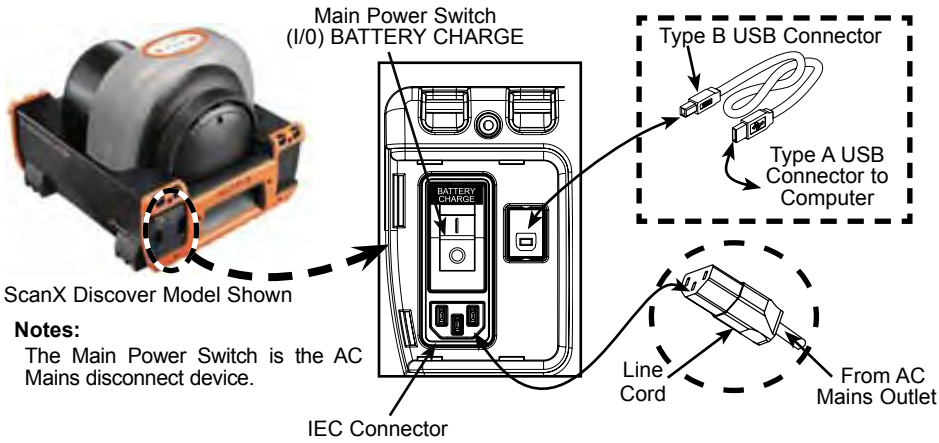

Figure 6. ScanX Connections
Refer to Figure 6 and perform the following procedure to connect the ScanX for operation to a computer for the first time.
The internal battery must always be charged prior to using. To reach the full operational power level, charge for at least 3 hours before using for the first time and on subsequent uses. Refer to figure 6 and charge the battery by performing the following steps.
1. Refer to Figure 6, make sure the ScanX is properly setup and perform either step a or b depending on power used.